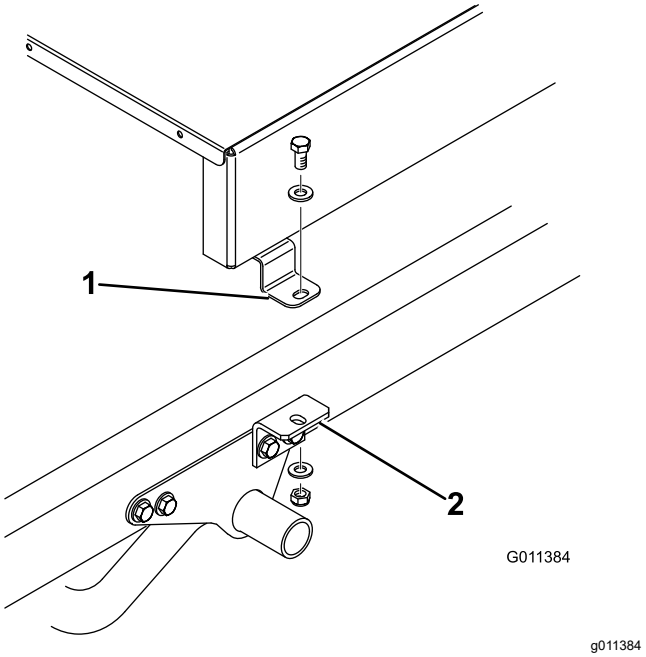
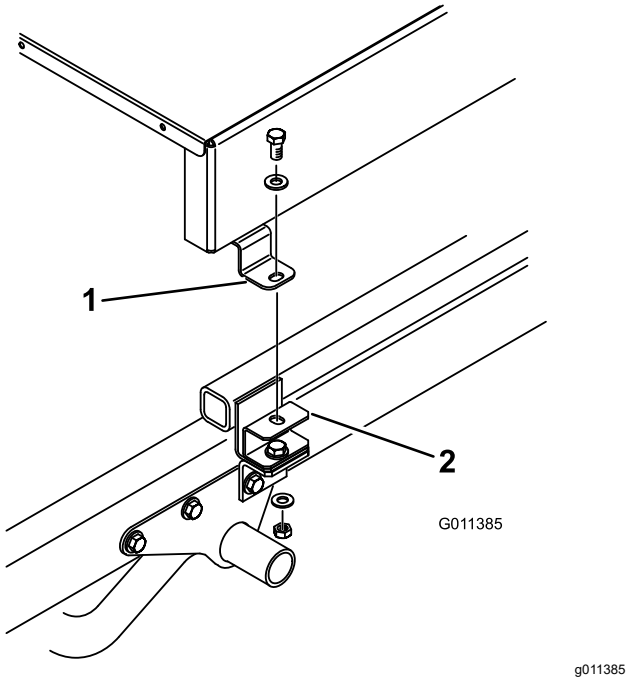

Figur 10
Figur 11
8. Fäst redskapsfästenas (Figur 10) eller distansbrickefästenas (Figur 11) övre del på monteringsflikarna på sidorna av topdressern med en ½ x 1 tum huvudskruv, två planbrickor och en låsmutter. Dra åt alla fästelement.